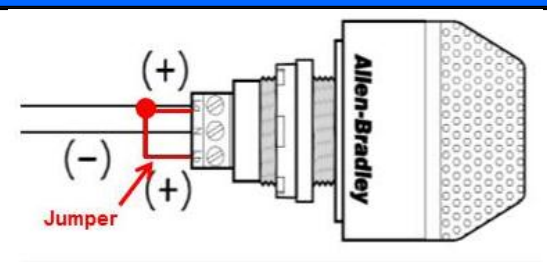

Figure 4-13: Jumper on RSL
A. mounted on the ROBOT such that it is easily visible while standing three (3) ft in front of the ROBOT,
C. wired for solid light operation, by placing a jumper between the “La” and “Lb” terminals on the light per Figure 4-13.